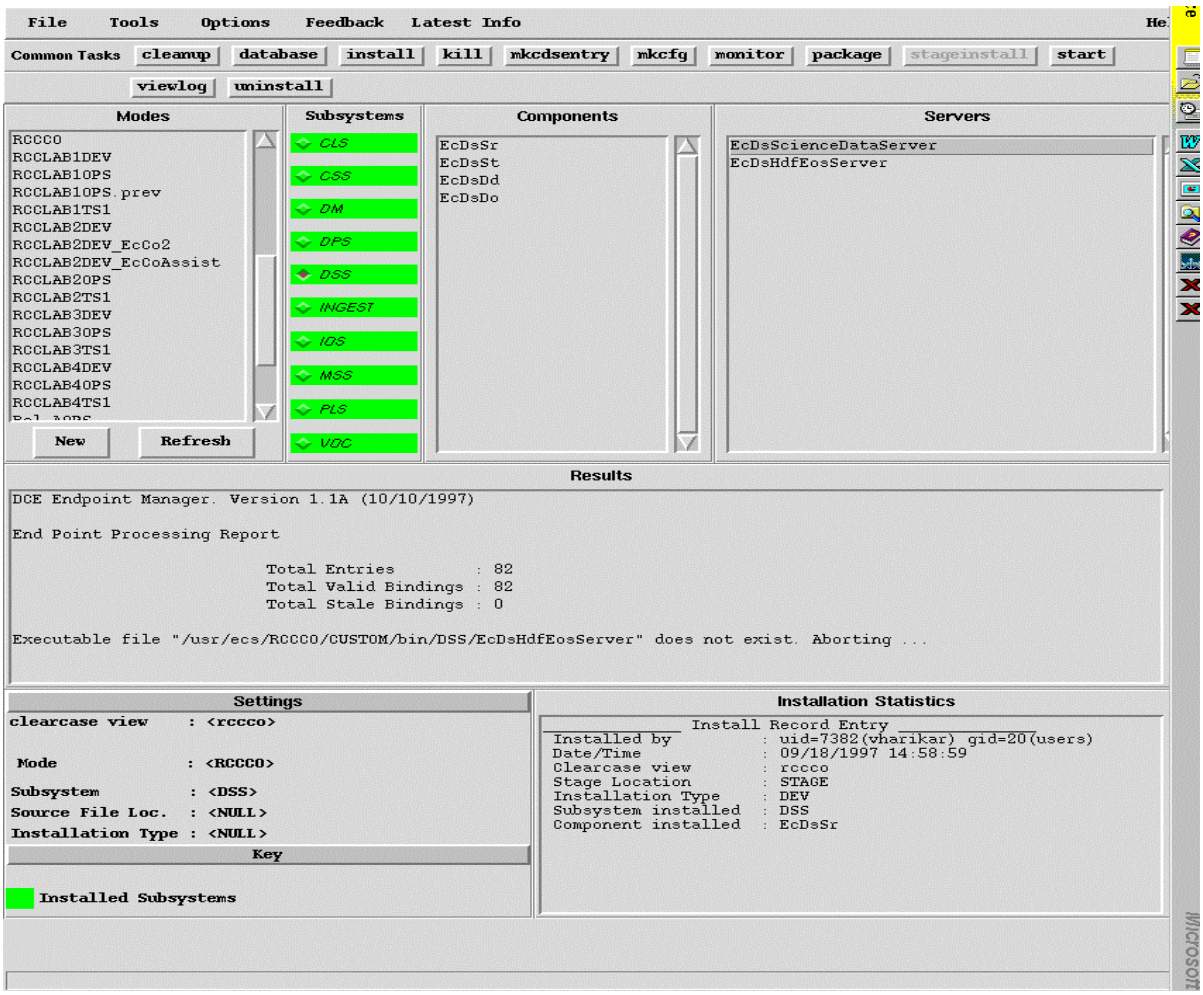

Figure 11.10-3. Server Monitor GUI
- This will invoke the Server Monitor GUI window as shown in Figure 11.10-3.